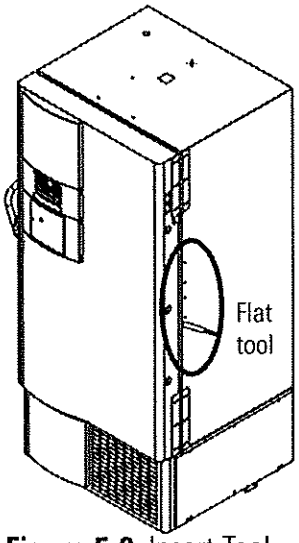

Figure 5-2. Insert Tool
2. On the HINGED side of freezer (Figure 5-2), slide the included pliable tool (P/N 402058), or a non-metallic flat object such as a ruler, tongue depresser or plastic putty knife, carefully between the door gasket and door until only the end of the tool handle is showing (Detail). The air exchange will be audible and could last a few minutes.